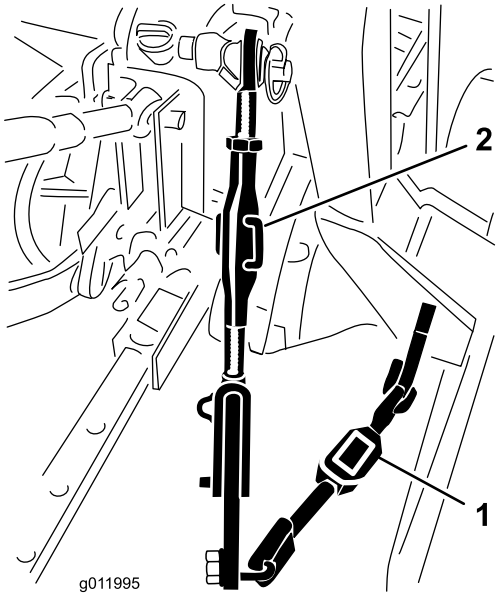

Figur 7
2. Vrid den justerbara länkens stomme (om en sådan finns) för att höja eller sänka länkarmen tills blåsen är jämnt inställd i sidled (Figur 7).